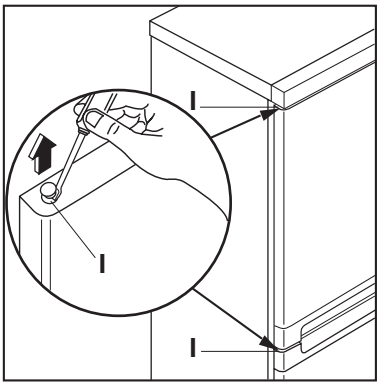

Abb.4
- Abdeckungen (I) abnehmen und an der gegenüberliegenden Seite montieren (Abb.4).
- Unteres Scharnier (C) auf gegenüberliegende Türseite montieren.